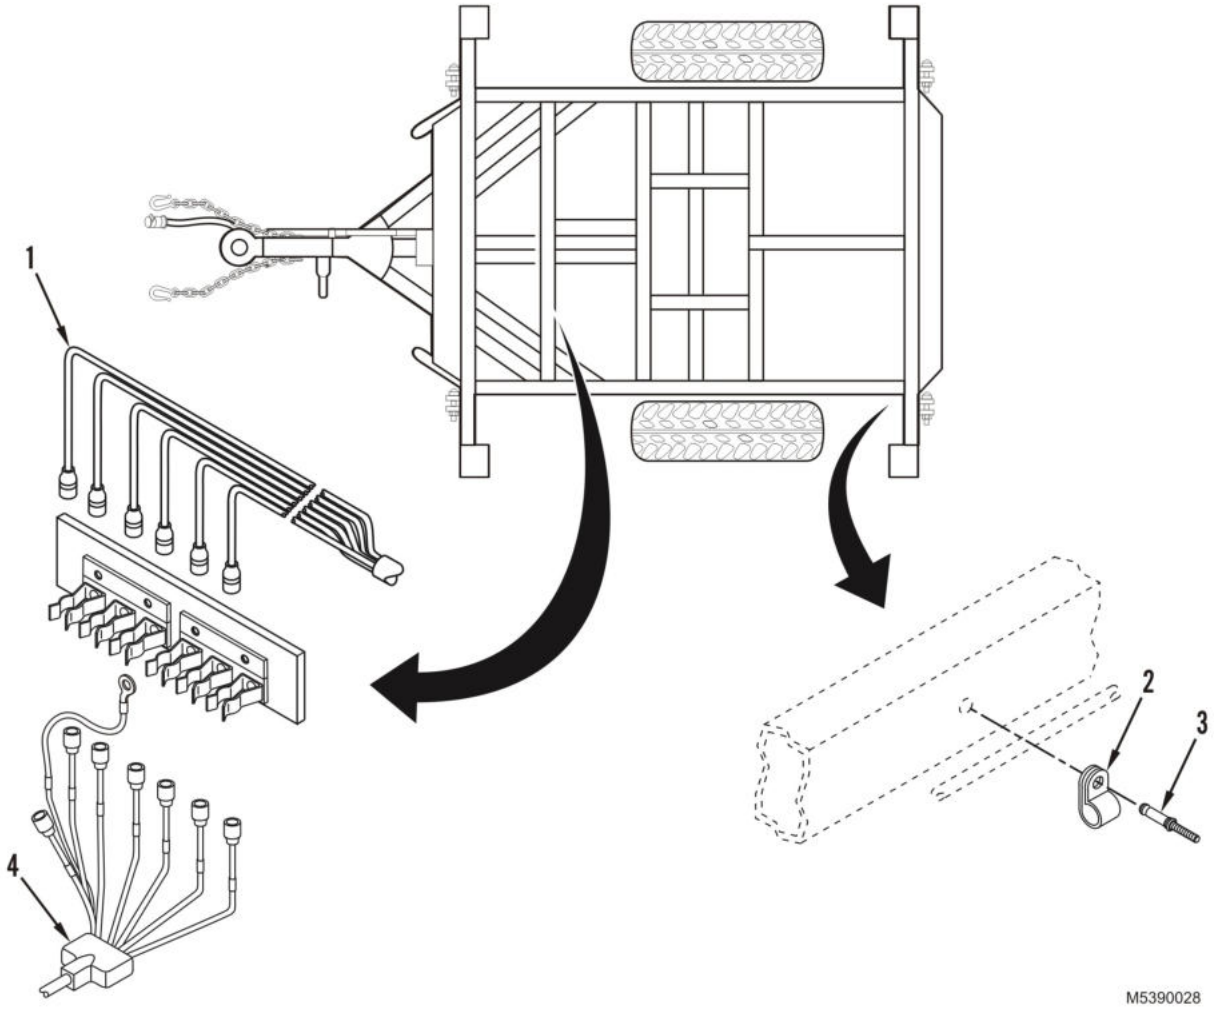

Figure 1. Branched Wiring Harness Removal and Installation.
1. Remove rivets (Figure 1, Item 3) and clamps (Figure 1, Item 2) securing branched wiring harness (Figure 1, Item 1) to trailer frame. Discard rivets.
2. Tag and disconnect branched wiring harness (Figure 1, Item 1) from intervehicular cable junction (Figure 1, Item 4), and remove branched wiring harness from trailer frame.
1. Connect wiring harness (Figure 1, Item 1) to intervehicular cable junction (Figure 1, Item 4), and install wiring harness on trailer frame.
2. Install new rivets (Figure 1, Item 3) and clamps (Figure 1, Item 2) securing wiring harness (Figure 1, Item 1) to trailer frame.